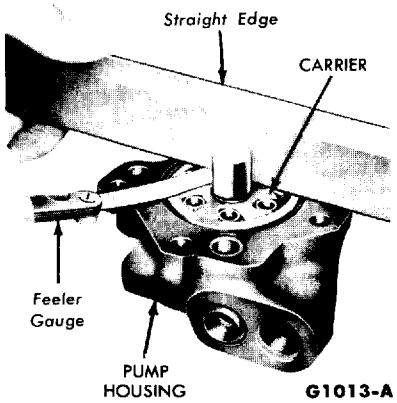

FIG. 3—End Clearance Check
7. Using a feeler gauge and a straight-edge, check the end clearance of the carrier and the rollers in the pump housing (Fig. 3). If the clearance exceeds 0.0015 inch, replace the worn parts. **A damaged roller, carrier, or insert should not be replaced by itself; these parts are serviced in a kit, and all parts of the kit should be used.**